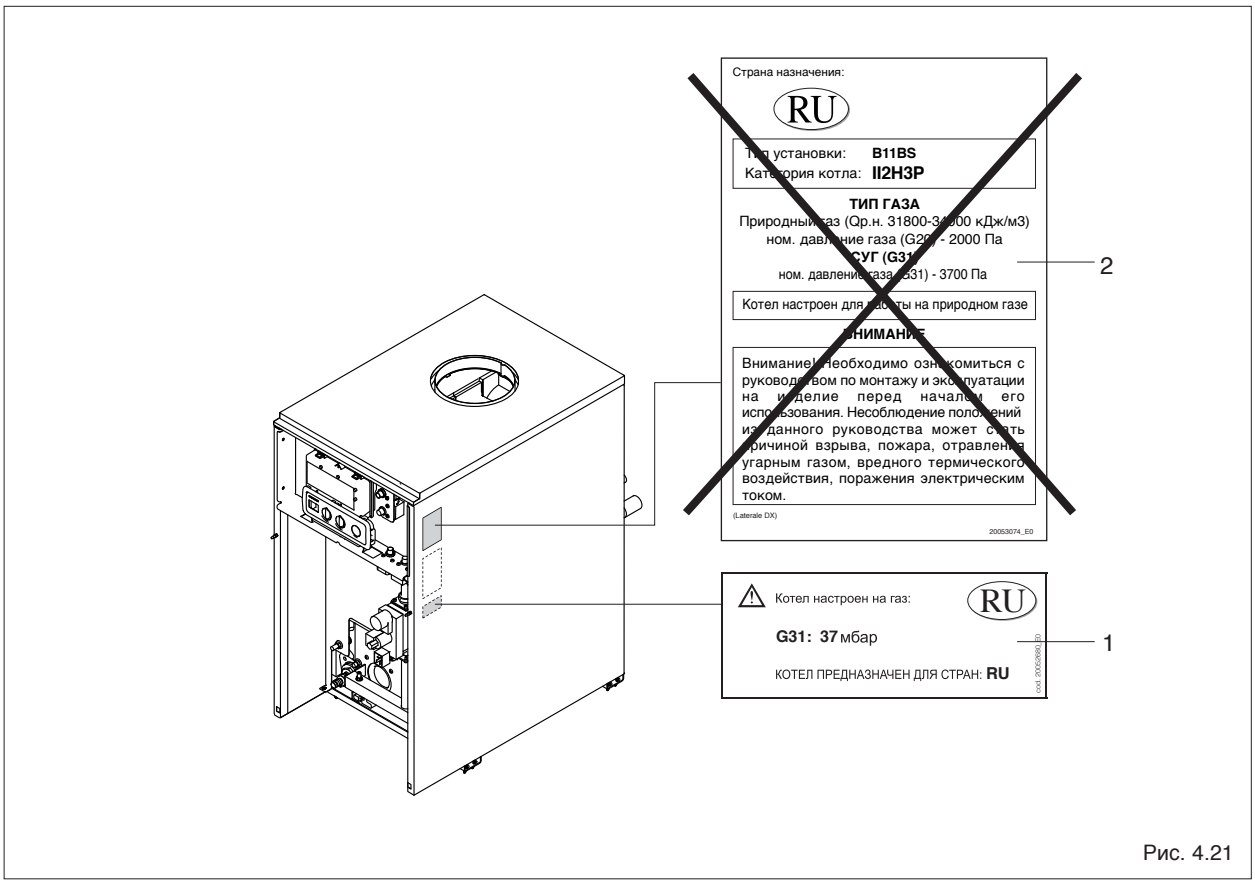

Рис. 4.21
- Наклейте этикетку газа G31, идущую в комплекте с форсунками, на внутреннюю поверхность облицовки, удалив этикетку для G20 (1, Рис. 4.21)
- Удалите этикетку газа, находящуюся на облицовке (2, Рис. 4.21).